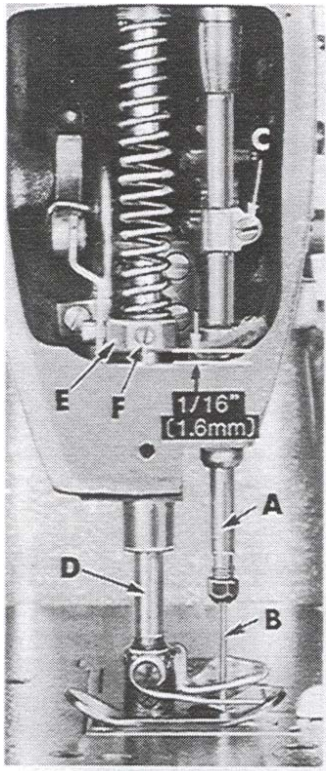

Fig. 8
Height of needle bar (A, Fig. 8) is correct when the top of the needles eye is even with the lower edge of the looper and the point of the looper is behind the needle and by 0.2 - 0.3 mm left of the needle. Adjustment can be made by loosening screw (C, Fig. 8), move needle bar (A) up or down as required, retighten screw.
Die Höhe der Nadelstange (A, Fig.8) ist richtig, wenn die Oberkante des Nadelöhrs mit der Unterkante des Greifers eine Linie bildet und die Spitze des Greifers hinter der Nadel und 0,2 - 0,3 mm links von der Nadel steht. Zur Einstellung lösen Sie die Schraube (C, Fig. 8) und schieben die Nadelstange (A) entsprechend nach oben oder unten, ziehen Sie die Schraube wieder an.